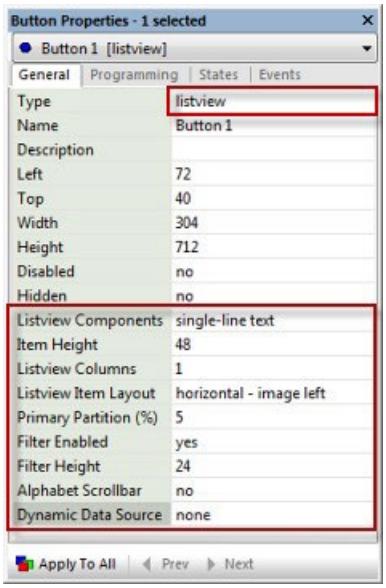

FIG. 163 TPDesign5 - General Properties for Listview buttons
a. In the General tab, set properties to specify basic display characteristics for the selected Listview button (FIG. 163).